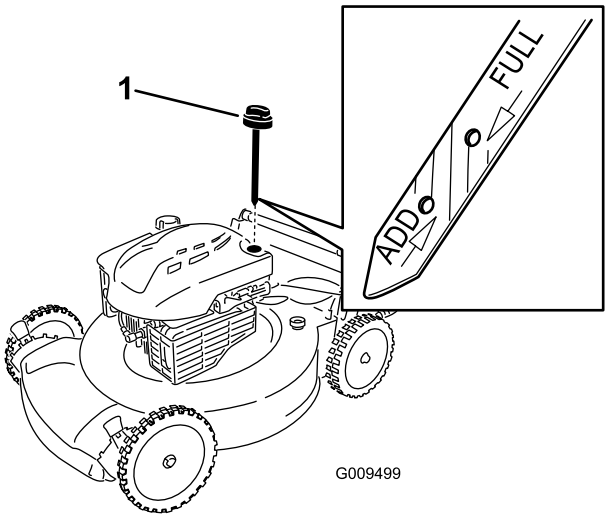

Figuur 9
2. Verwijder de peilstok (Figuur 9).
5. Haal de peilstok eruit en controleer het oliepeil; zie Figuur 9.